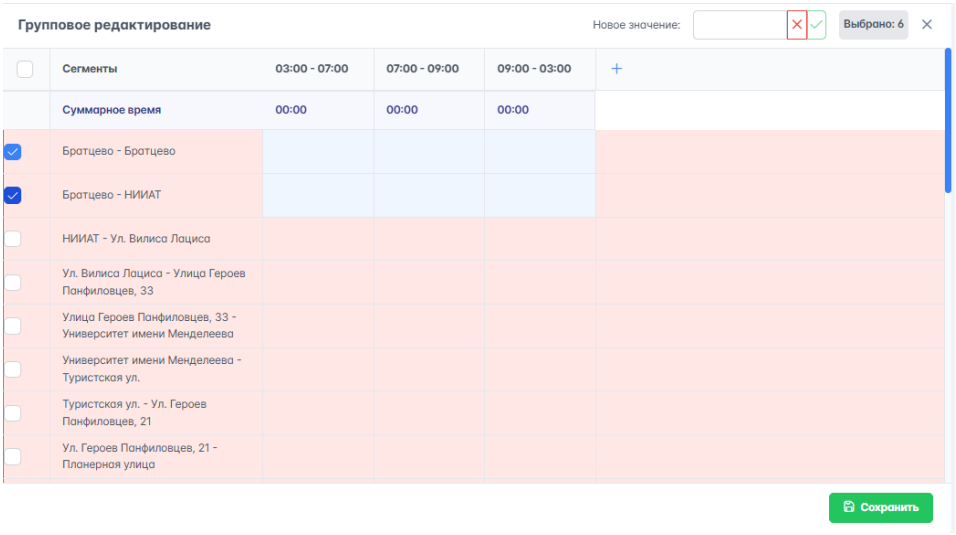

Рисунок 168 – Групповое редактирование. Выбраны значения
6.2. Установить флажки слева от сегментов, редактирование которых требуется (рисунок 168), в таблице подсветятся ячейки, которые затронет редактирование, также появится надпись с количеством выбранных значений.